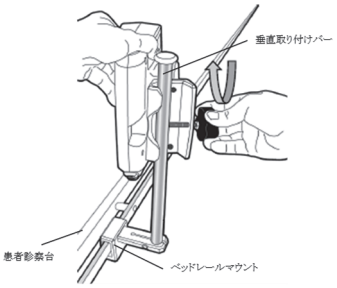

図 1： FFR Link 取付け図（例）
① FFR Link を設置する（図 1 参照）
② 必要に応じて Pa 出力ケーブル及び Pd 出力ケーブルを用いて FFR Link と血行動態モニタ*を接続する。
③ IBP トランスデューサケーブル*を IBP 入力アダプタケーブルに接続し、IBP 入力アダプタケーブルを FFR Link に接続する。
④ 電源ケーブル（FFR Link 用）を FFR Link に接続する。